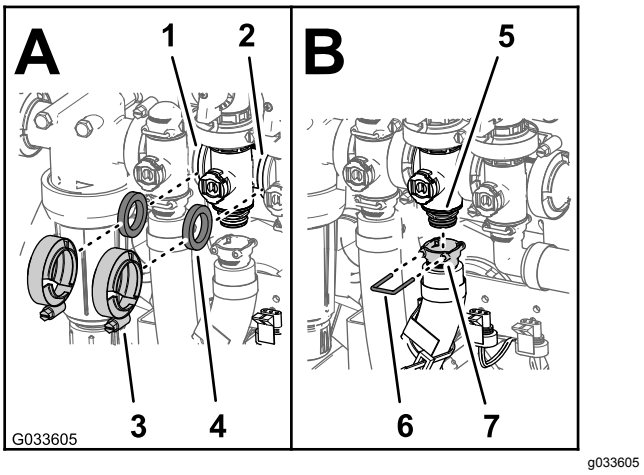

Figur 128
2. Saml omrøringsomløbsventilen, pakningen og omrøringsventilmanifolden ved hjælp af en flangeklemme, og spænd med hånden (Figur 128).